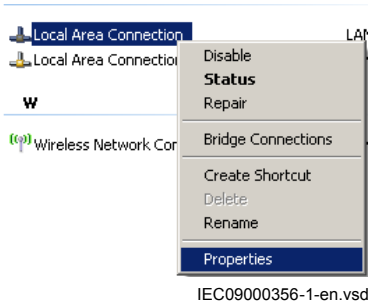

Figure 46: Right-click Local Area Connection and select Properties
2. Select *Properties* in the status window, see Figure 46.